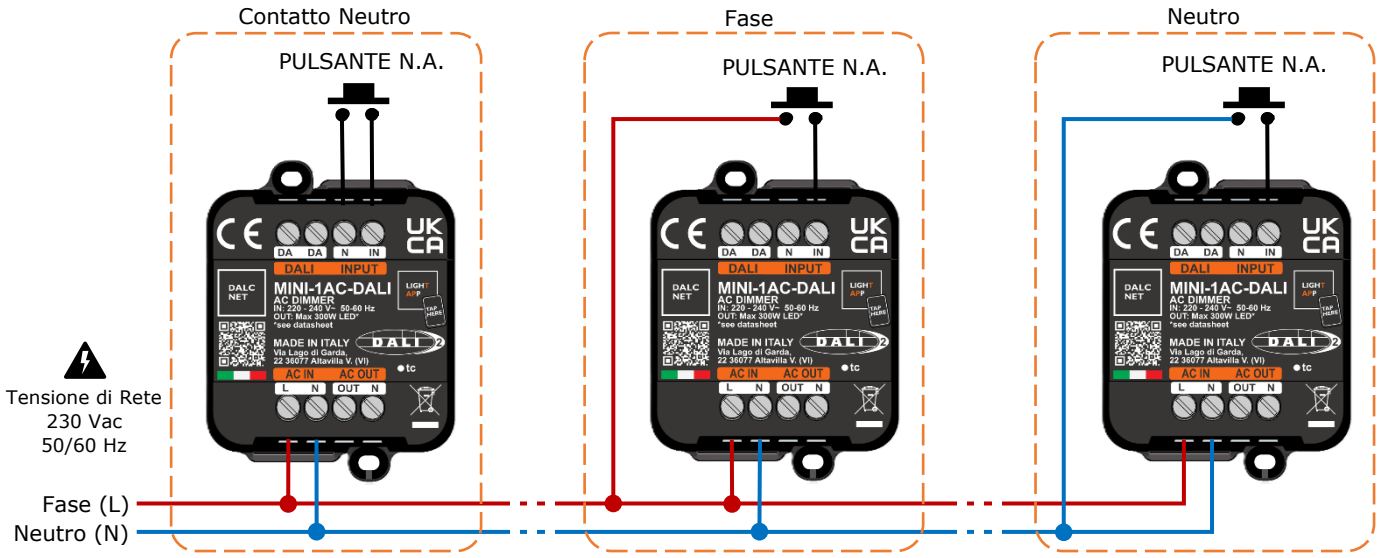

Figura 3: Schema di cablaggio del Comando Locale
2. Cablaggio del comando locale: collegare il pulsante N.A. ai terminali "IN" e "N" dell'ingresso "INPUT" rispettando uno dei cablaggi mostrati nello schema di collegamento in Figura 3.
4. Cablaggio dell'alimentazione: collegare l'alimentazione di rete 230 Vac @ 50 Hz ai terminali "AC IN" rispettando la convenzione Fase-Live (L) e Neutro-Neutral (N) ai morsetti "L" e "N" rispettivamente.
MINI-1AC-DALI è controllabile in modalità manuale tramite pulsante N.A. La Figura 3 mostra tre diverse possibilità di cablaggio del comando locale: pulsante N.A. collegato come contatto Neutro (N), collegato alla Fase (L) oppure al Neutro (N).